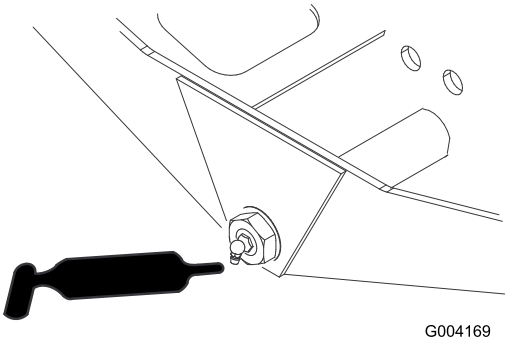

**Figur 81**
- Akselstyretap (1) (Figur 81)